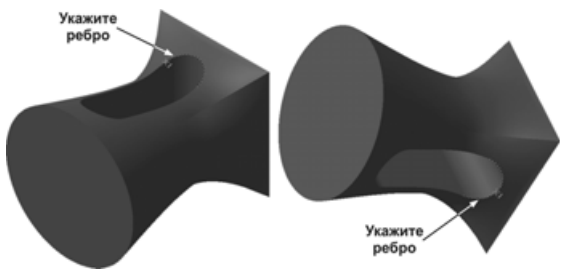

Рис. 6.21
- Нажмите кнопку **Скругление** , укажите два любых ребра на верхней и нижней сторонах паза (рис. 6.21).